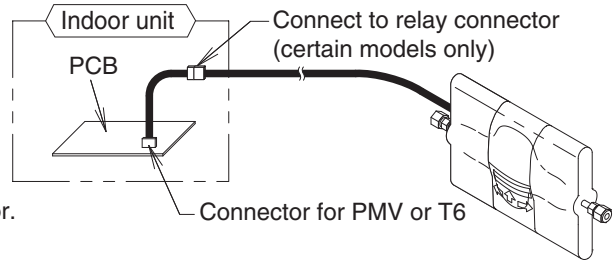

Fig. 2-354
(4) Open the electrical component box. From the control PCB, disconnect the connector to the indoor unit internal electronic expansion valve. (This step is unnecessary if the model does not have an electronic expansion valve.)
(5) Connect the external electronic expansion valve. (Fig. 2-354)